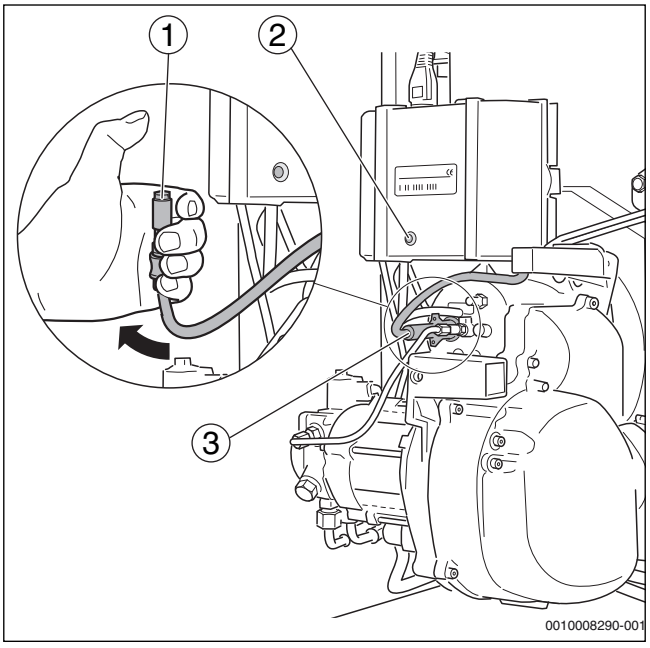

Fig. 41 Verifica del funzionamento della fotocellula
▶ Estrarre la fotocellula dalla sua sede, a bruciatore funzionante, prendendola all'apposita maniglia (→ fig. 41, [3])
▶ Tenere la fotocellula contro luce (→ fig. 41, [1]). Al riavvio deve verificarsi un disinserimento per disfunzione.
▶ Dopo un tempo di attesa di circa 30 secondi, riarmare l'automatismo di combustione premendo il tasto di riarmo (→ fig. 41, [2]) o il tasto di riarmo sul termoregolatore.